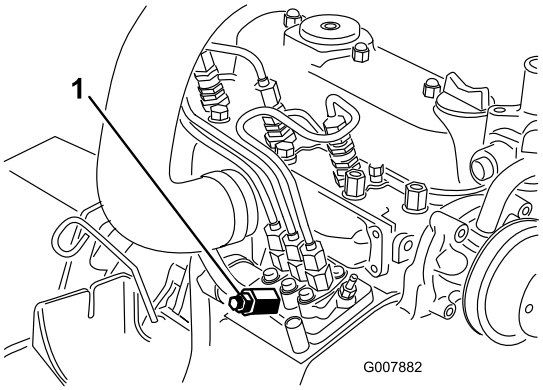

Figura 40
3. Coloque un trapo debajo del tornillo de purga de aire de la bomba de inyección de combustible, y abra el tornillo (Figura 40).